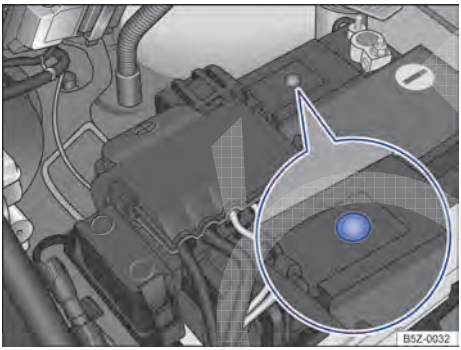

Fig. 131 No compartimento do motor: exemplo de posição do visor no lado superior da bateria do veículo.
– O visor redondo → Fig. 131 na parte superior da bateria do veículo muda de cor conforme o nível do eletrólito.